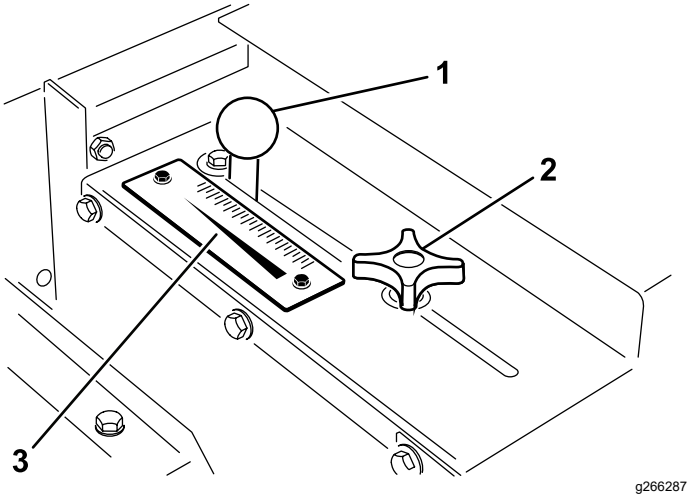

Figuur 20
1. Zet de sluitknop (Figuur 20) voldoende los om hem vrij te kunnen schuiven in de opening.
2. Stel de laadklepknop (Figuur 20) in op de gewenste stand en zet de sluitknop vast om de afstelling te borgen.
Gebruik de schaalverdeling (Figuur 20) om de gewenste dosering te gebruiken. Zie Zandgebruiksdosis (bladz. 18).